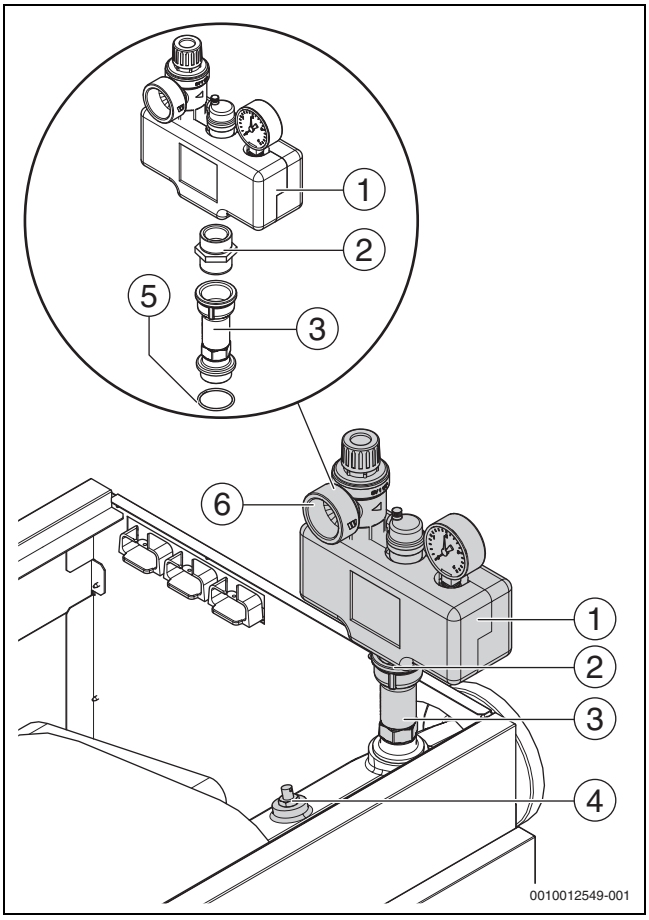

Bild 17 Sicherheits-Set 3 bar (Dargestellt: Kesselaufbau rechts)
(→Bild 17 und 18)
- Sicherheits-Set am Gewindeanschluss des Kesselvorlaufs mit geeignetem Dichtmittel beziehungsweise den mitgelieferten Dichtungen eindichten (→Bild 17).